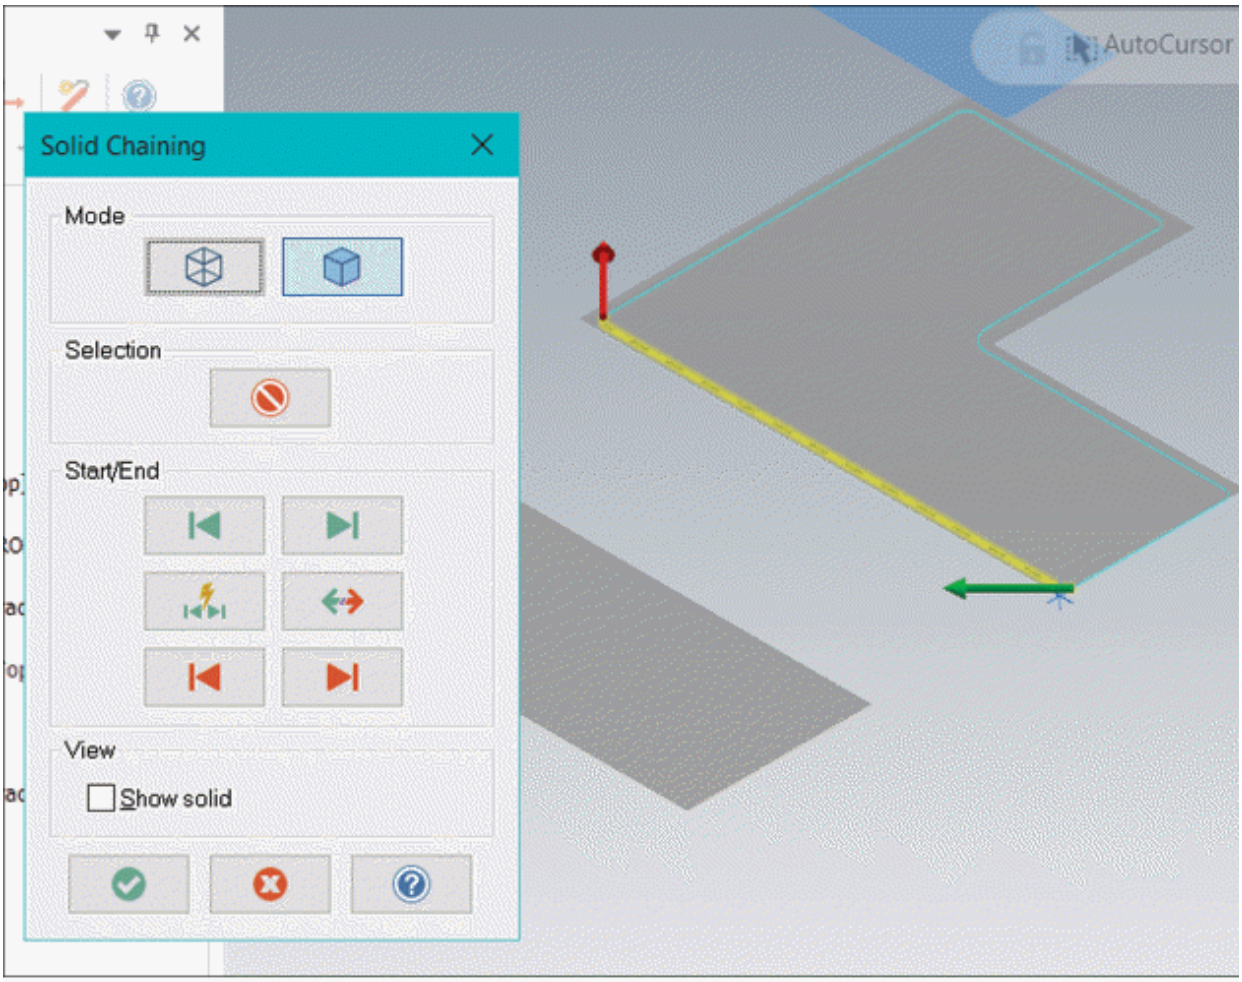

Figure-41. Chain curves selected for ID finish
- Click on the **Solids** button from the top in the dialog box and select the face curves as shown in Figure-41.